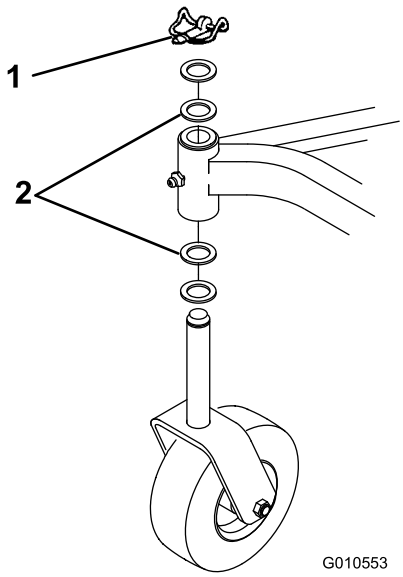

Figur 18
4. Skjut in ett pinndorn i monteringsrörets övre eller nedre del och skjut ut bussningen ur röret (Figur 18). Skjut också ut den andra bussningen ur röret. Rengör insidan på monteringsrören så att smuts avlägsnas.